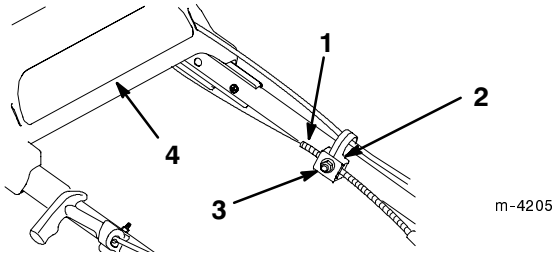

**Figure 33**
**2.** Loosen the cable support nut (Fig. 33).
**4.** With the upper handle pushed back as far as possible and while holding the drive bracket down, pull the cable jacket down (toward the lawn mower) until there is no slack in the cable (Fig. 33).
**5.** Tighten the nut on the cable support (Fig. 33).